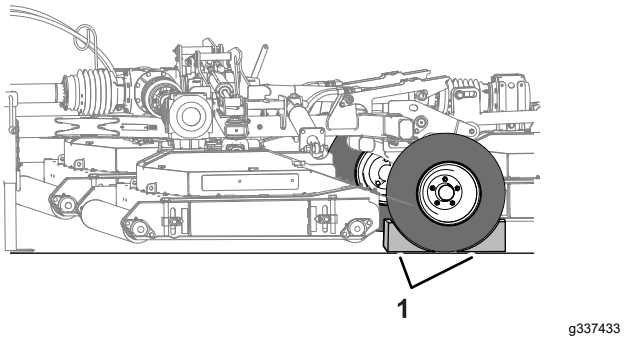

Figur 24
7. Blockera gräsklipparens båda däck (Figur 24).